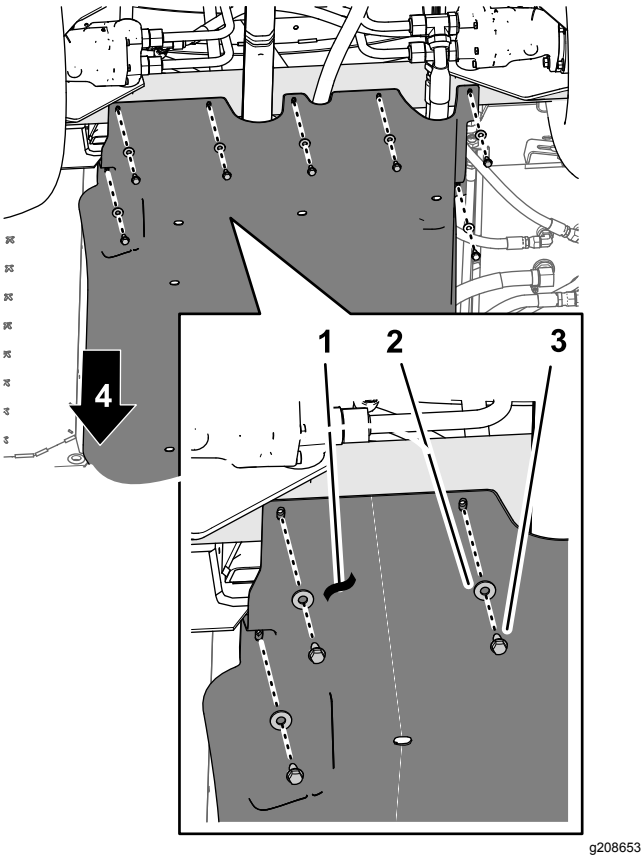

Figuur 124
4. Lijn de gaten in het achterste gedeelte van het scherm van het onderstel uit met de gaten in het chassis (Figuur 124).
5. Monteer het achterste gedeelte van het scherm van het onderstel op het chassis; gebruik hierbij de 7 flenskopbouten (5/16 x 7/8") en 7 ringen (5/16") die u verwijderd hebt in stap 1 van 7 Het scherm van het onderstel verwijderen (bladz. 15) (Figuur 124).